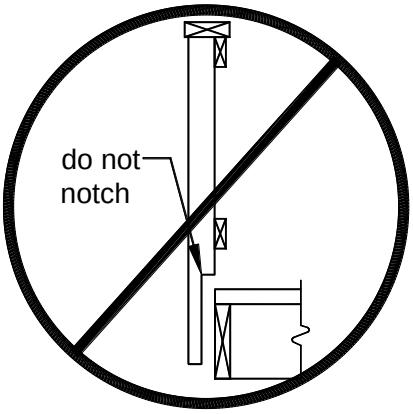

FIGURE 35: POST NOTCHES PROHIBITED
- Notching guard posts, as shown in FIGURE 35, is prohibited.